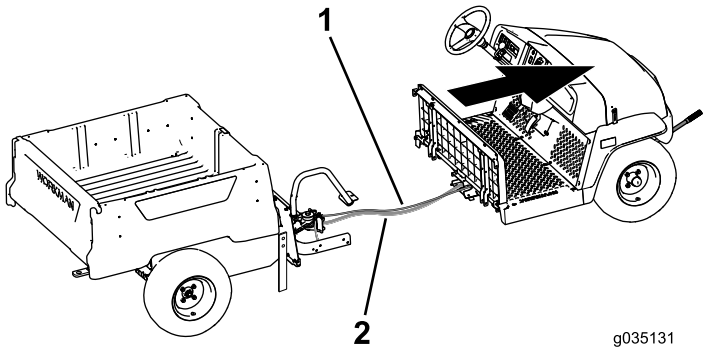

Figure 68
9. Have an assistant help you move the front section forward and away from the rear section (Figure 68).